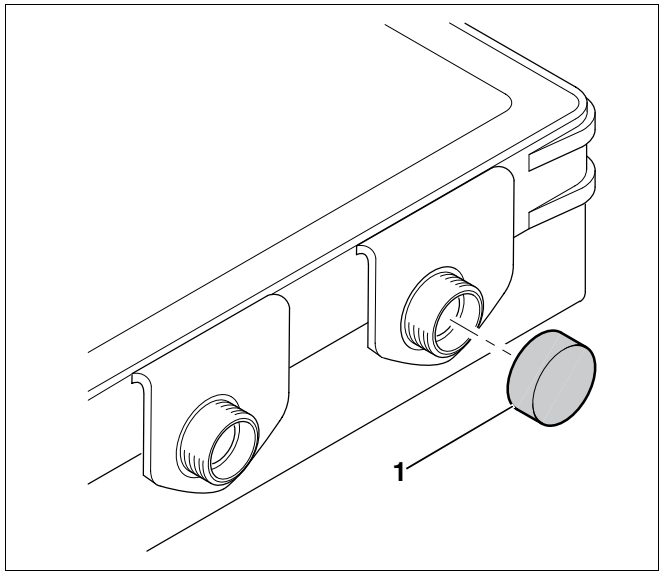

Afb. 54 Beschermkapje (rechterzijde) afnemen
- Verwijder de beschermkapjes (afb. 54, **pos. 1**) aan de rechter collectorzijde.